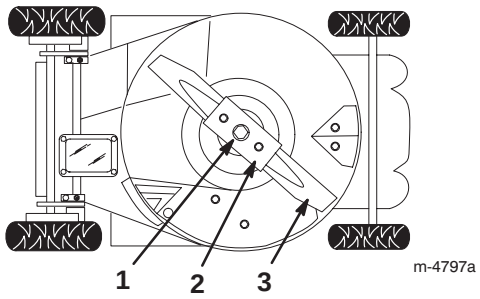

Bild 27
4. Kippen Sie den Rasenmäher auf seine *linke* Seite (Luftfilter hoch) (Bild 27).
2. Entfernen Sie die Messerschraube, Sicherungsscheibe, das Messer und die Messerverstärkung (Bild 27).